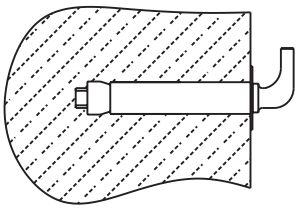

Рис. 2
2. Выбрав место установки, определите местоположение отверстий, предназначенных для крепежных винтов. Закрепите на стене кронштейны (обратите внимание: кронштейны должны соответствовать выбранной модели водонагревателя), крюки должны быть направлены вверх (см. рис. 2), затяните гайки. Повесьте водонагреватель на крюки.